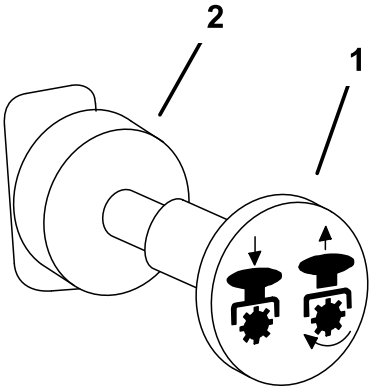

Figuur 14
1. Schakel de aftakas uit, zet de rijhendels in de vergrendelde neutraalstand en stel de parkeerrem in werking (Figuur 14).
4. Trek de aftakasschakelaar uit om de aftakas in te schakelen (Figuur 14).
Om de aftakas uit te schakelen, zet u de aftakasschakelaar op **UIT** (Figuur 14).